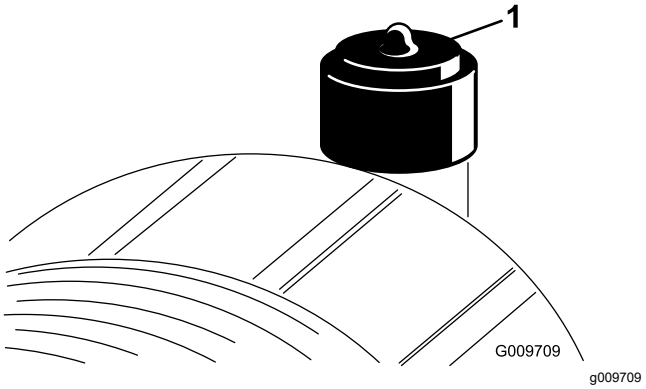

**Рисунок 84**
Фильтр воздухоочистителя следует обслуживать только при соответствующих показаниях индикатора необходимости технического обслуживания (Рисунок 84). Замена воздушного фильтра без необходимости только увеличивает вероятность попадания грязи в двигатель при извлечении фильтра.
9. Сбросьте индикатор (Рисунок 84), если он стал красным.